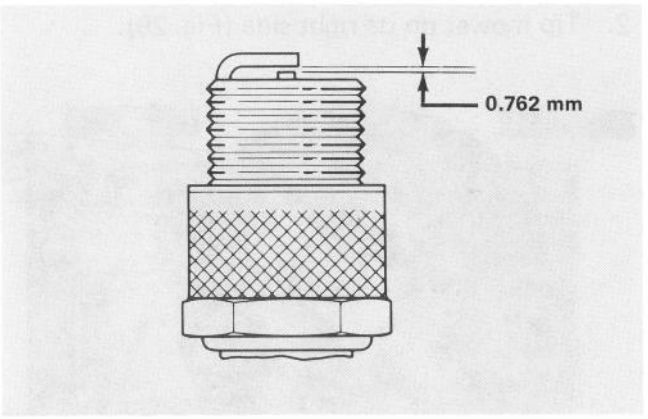

Figure 27
2. Set air gap between electrodes at 0.762 mm with a spark plug gapping tool (Fig. 27). Install the correctly gapped spark plug with gasket seal and tighten plug to 20.4 N·m. If torque wrench is not used, tighten plug firmly.